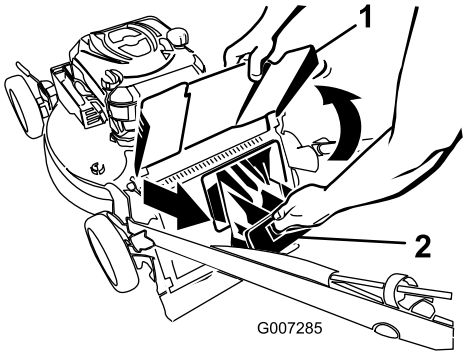

Figur 21
2. Hæv, og hold udkastdeflektoren oppe (Figur 21).
3. Træk bagudblæsningsdækslet af (Figur 21).
2. Træk bagudblæsningsdækslet af (Figur 21).